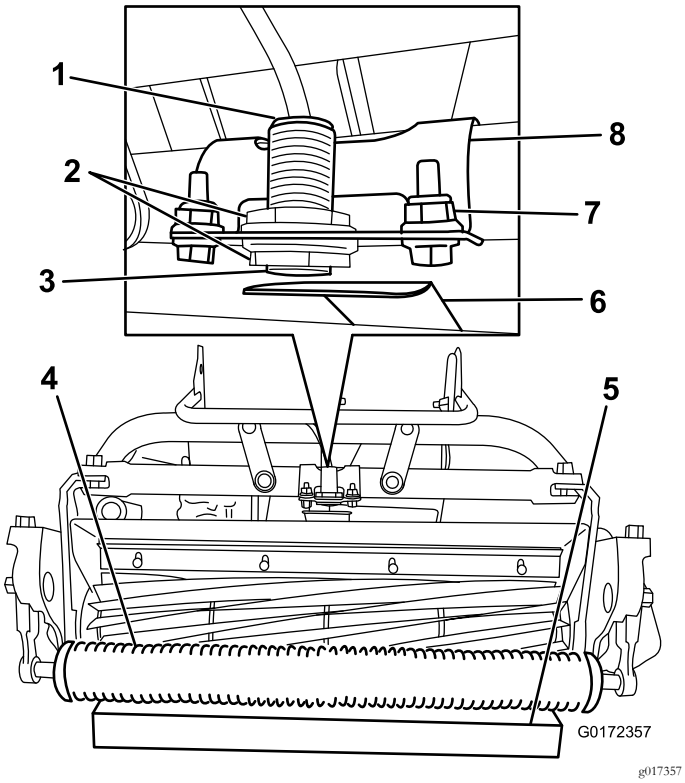

Rysunek 18
2. Poluzuj nakrętki zabezpieczające czujnik i wyreguluj jego pozycję, aby spod nakrętki zabezpieczającej widoczny był 1 zwój gwintu (Rysunek 18).
4. Umieść klocek o wys. 3,8 cm pod przednią rolką zespołu tnącego (Rysunek 18).
5. Poluzuj elementy mocujące wspornik czujnika do ramy (Rysunek 18).
8. Przekręć wspornik czujnika w kierunku płytki stykowej, aż zaświeci się lampka u góry czujnika (Rysunek 18). Jeżeli lampka już świeciła się, przekręć wspornik, odsuwając go od płytki stykowej, aż lampka zgaśnie, a następnie zbliż czujnik aż do zaświecenia się lampki.